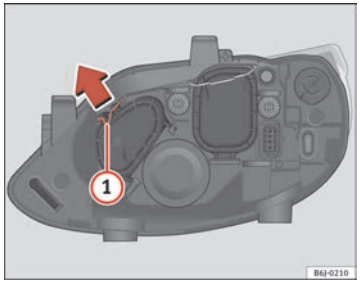

Fig. 134 Main beam headlights
– Move the loop (1) in the direction of the arrow and remove the cover ⇒ fig. 134.